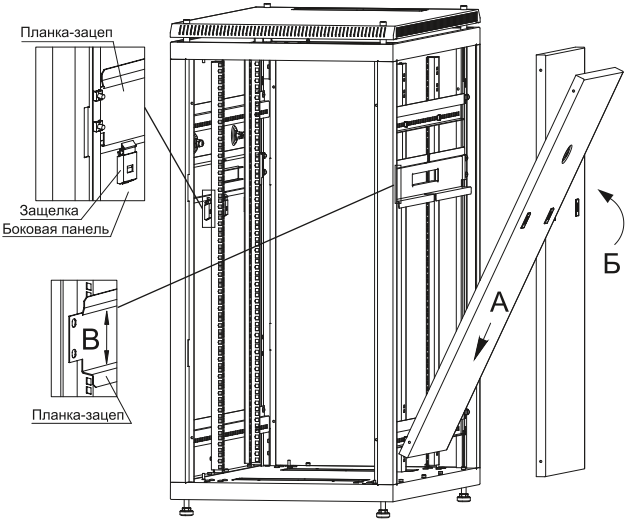

Рисунок 11 – Установка панели боковой в шкаф
3.3.2 Для установки панели в шкаф состыкуйте посадочные круглые отверстия на нижней части панели с винтами на основании (действие А), защелкните панель, одновременно нажав на замки-защелки (действие Б), переведите язычок замка в положение «закрыто» (рисунок 11).